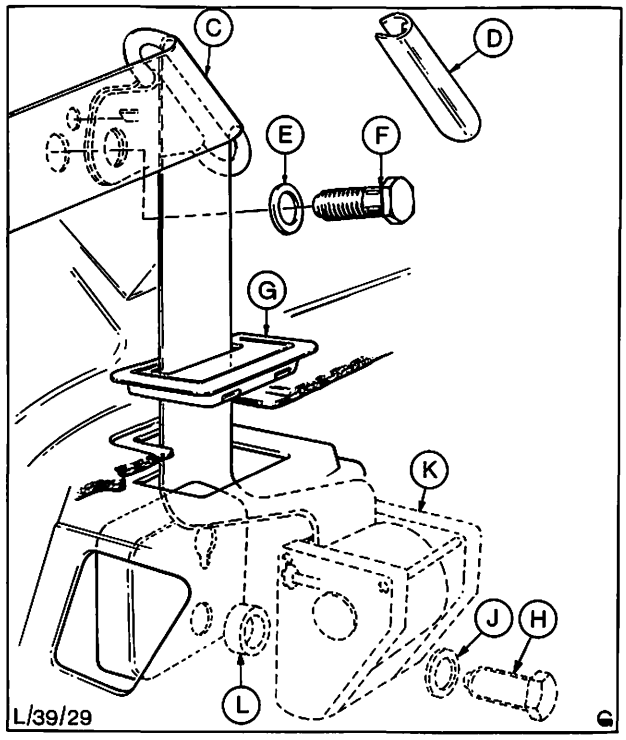

Abb. 28 (Bildausschnitt 1 aus Abb. 27)
A = Gurt mit Zunge B = Gurt mit Schloß Bildausschnitte 1 und 2 siehe Abb. 28/29
2. Abdeckung, Befestigungsschraube und Gurthalterung sowie Beilagscheibe von der oberen „C"-Säule abbauen, Abb. 28.
3. Gurtführungsplatte herausheben und Gurt von der Blechbefestigung lösen, Abb. 28.